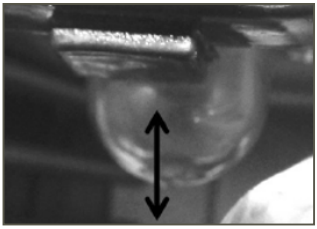

Рис. 10 Ручной топливный насос
3. Прокачайте топливо через карбюратор. Для этого нажимайте (примерно 5-10 раз) на ручной топливный насос до появления в насосе топлива и возникновения сопротивления при нажатии (Рис.10).